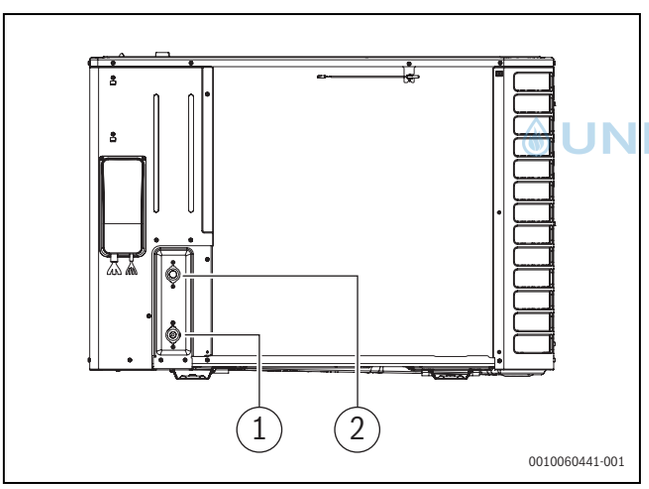

Bild 29 Anschlüsse der Wärmeträgerrohre; Beschreibung gilt für alle Größen.
- Rücklaufleitung von der Inneneinheit an den Wärmeträgereingang anschließen (→ [1], Abbildung 29).
- Vorlaufleitung zur Inneneinheit an den Wärmeträgerausgang anschließen (→ [2], Abbildung 29).